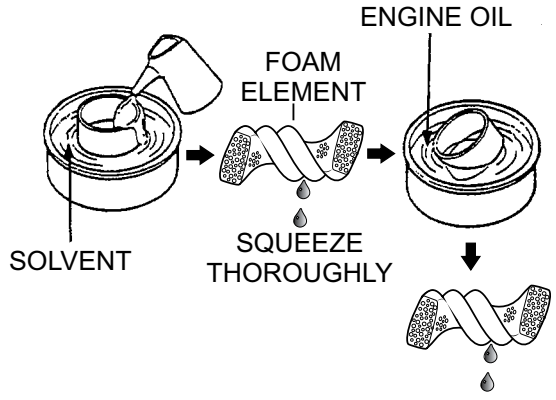

Figure 39. Cleaning Foam Element
3. Clean foam element (Figure 39 in warm, soapy water or non-flammable solvent. Rinse and dry thoroughly.